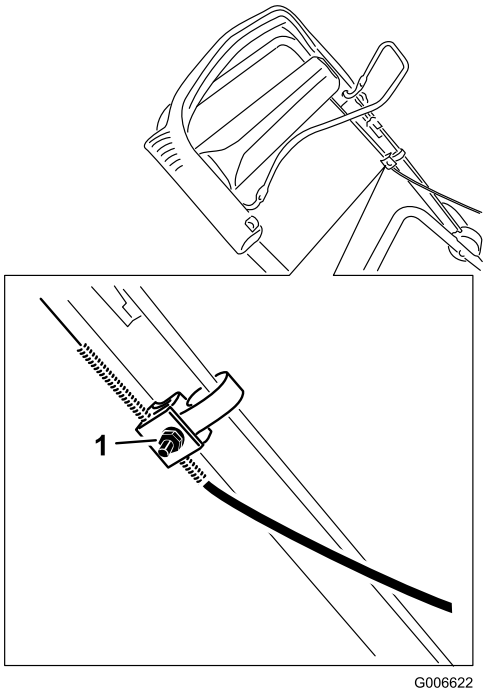

Figur 25
3. Lossa muttern på kabelfästet (Figur 25).